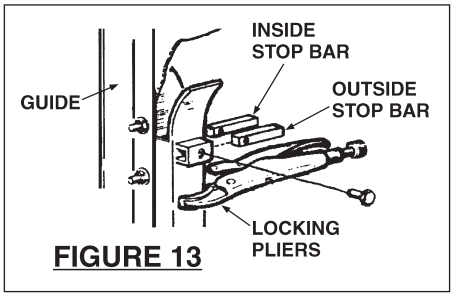

FIGURE 13
- If guides are flared, slide stop bar into channel holder welded to guide, and install 3/8" cap screw. See Figure 13.